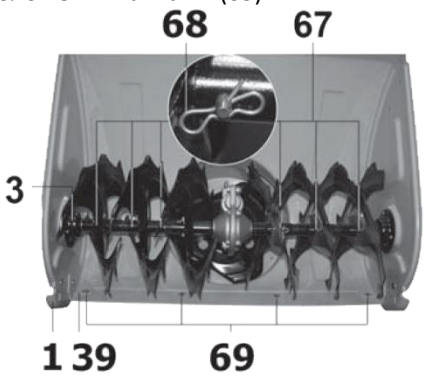

Рис. 35
9.11. Замена срезных штифтов (Рис. 35).
9.12. Замена ножа и башмаков (Рис. 35).